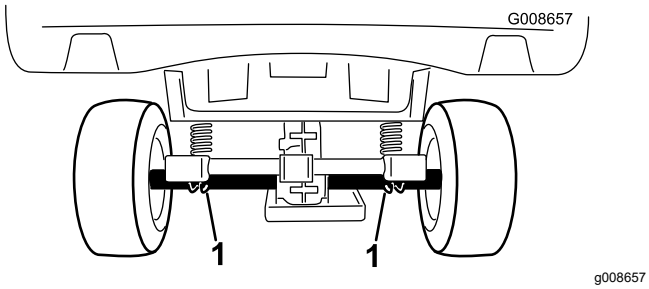

Figur 21
- Løftepunktet bak på maskinen er under akselrørene (Figur 21).